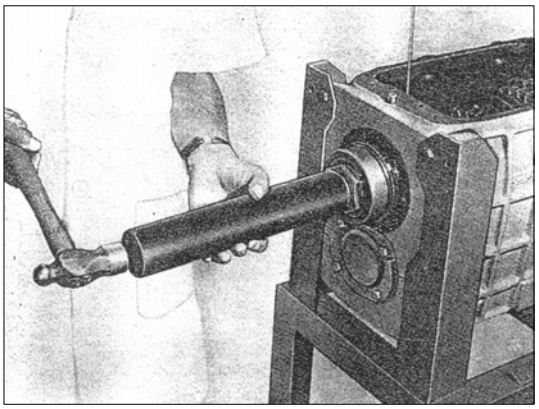
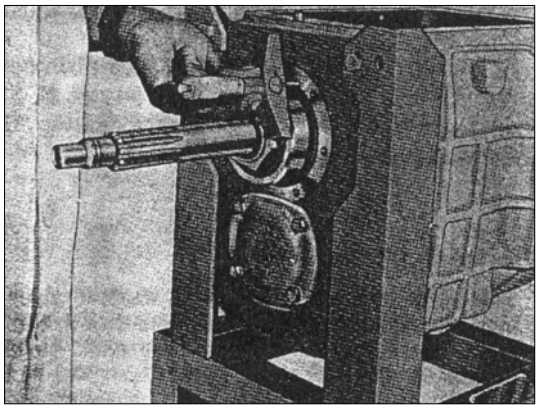

РИС. 248
РИС. 249
26) Нажмите стопорное кольцо ведущего вала и толкните ведущий вал вперед в пазы блокирующего кольца 5-й передачи, пока стопорный диск не попадет в пазы блокирующего кольца (см.рис.248). Измерьте, насколько выступает радиально-упорный шарикоподшипник из картера коробки передач (см.рис. 249).